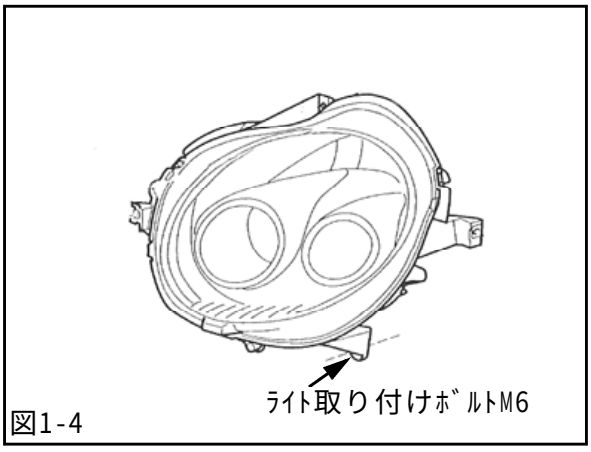

図1-4
(11)ライト取付けボルトM6を両側のライトから取外してください。（再使用しません。）(図1-4)